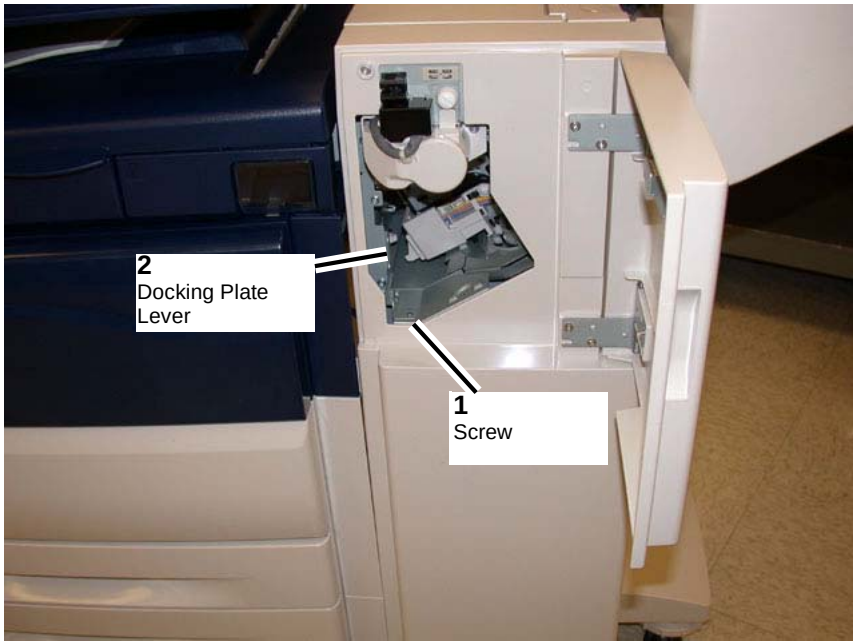

Figure 2 Finisher Lever
(1) Remove the Screw.
(2) Pull the Docking Plate Lever towards you and detach the Finisher.(Figure 2)